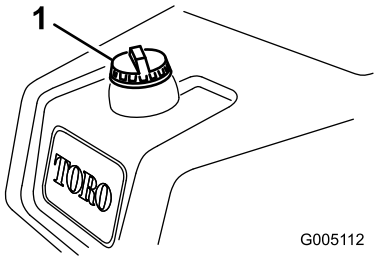

Figur 22
1. Rengør området omkring brændstofdækslet og afmonter det (Figur 22).